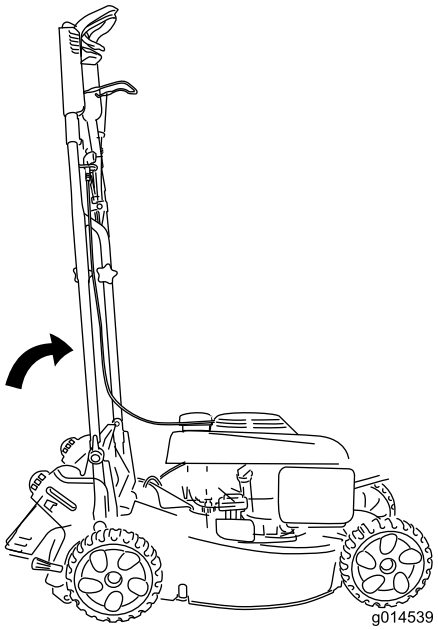

Figur 29
- Spärra handtaget i det vertikala läget (såsom visas i Figur 29) och fäst handtagslåsen för att förvara gräsklipparen på en så liten golvyta som möjligt.